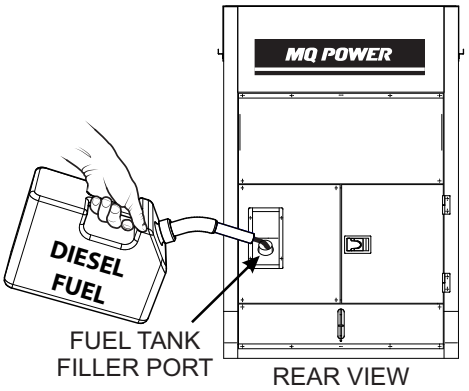

Figure 30. Fueling The Generator
2. Remove the fuel cap and fill the fuel tank as shown in Figure 30.